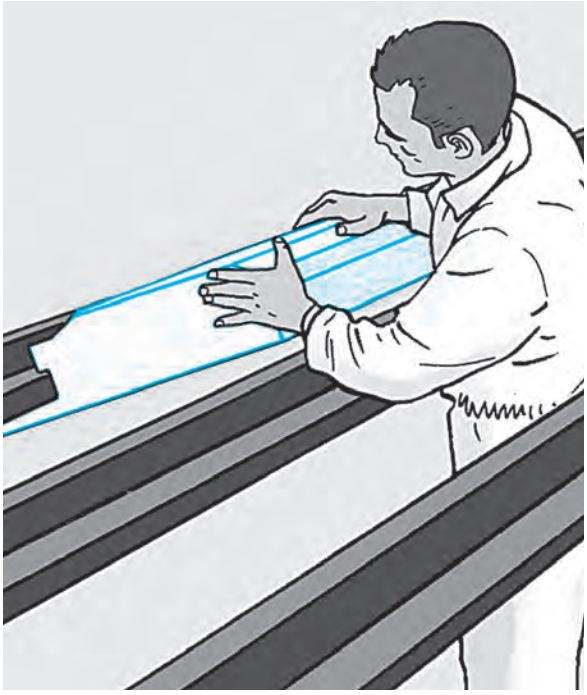

Fig. 1
1. Mettre en place les poutrelles selon le plan de pose (fig. 1)